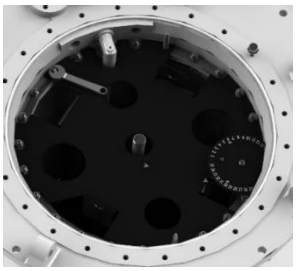

Рис.21. Нет гаек в красной зоне
2. Снимите диск указателя положения, сняв стопорное кольцо с конца вала. Снимите крепежные гайки (6 гаек М8, размер ключа № 13) на опорной пластине контактора (не в красной зоне) (см. рис. 21).